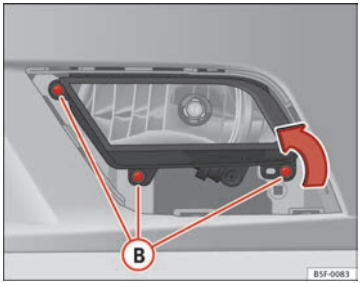

Fig. 188 Front fog light
– Remove the bolts (3x) ⇒ Fig. 188 (B) to remove the fog light.